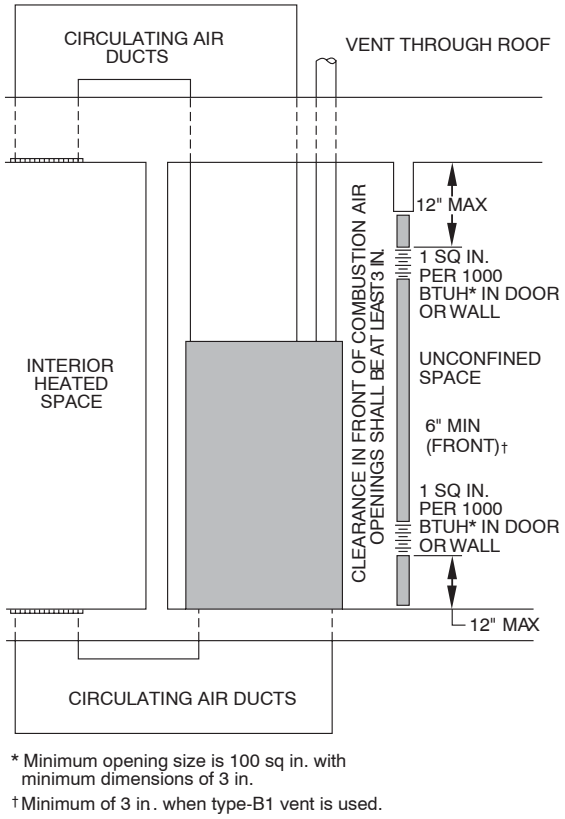

Fig. 20 - Air for Combustion, Ventilation, and Dilution from Indoors
b. Combining spaces on same floor level. Each opening shall have free area of at least 1 in.^{2}/1,000 Btuh (2,000 mm^2/kW) of the total input rating of all gas appliances in the space, but not less than 100 in.^{2} (0.06 m^2). One opening shall commence within 12" (300 mm) of the ceiling and the second opening shall commence within 12" (300 mm) of the floor. The minimum dimension of air openings shall be at least 3 in. (80 mm). (See Fig. 20.)